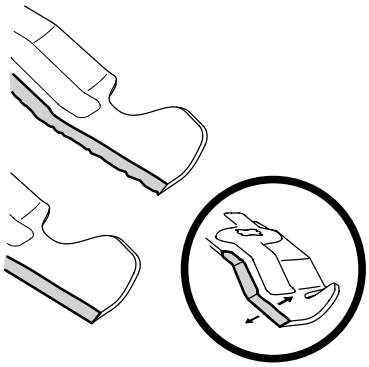

Figura 4-15
4. Para afilar las cuchillas de corte de forma adecuada, extraiga cantidades iguales de metal de ambos extremos de las cuchillas a lo largo de los bordes cortantes, paralelo al borde de caída y a un ángulo de 25° a 30°. Afile siempre cada borde de las cuchillas de corte de forma pareja para mantener un equilibrio adecuado entre las mismas. Consulte la Figura 4-15.